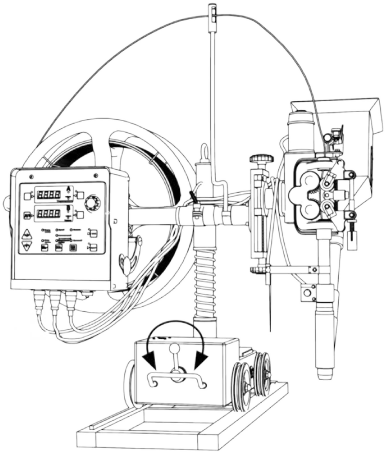

Рис. 8.6. Движение трактора назад/вперед.
5. Потяните рукоятку сцепления для позиционирования сварочного трактора относительно свариваемой детали (см. рис. 8.6).